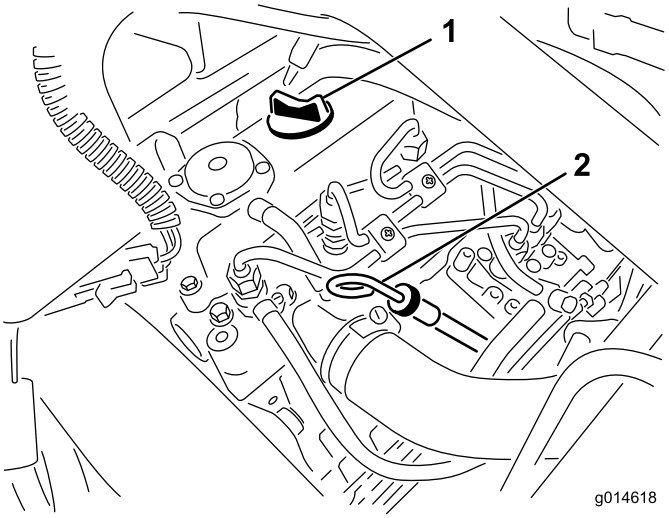

Figur 25
2. Ta ut peilestaven og tørk den med en ren fille (Figur 25). Sett peilestaven inn i røret, og pass på at den når helt ned. Fjern peilestaven fra røret, og sjekk oljenivået. Hvis oljenivået er lavt, fjern oljelokket fra ventildekslet og fyll **sakte** på nok til å heve nivået til merket "full" på peilestaven. Hell i olje sakte, og kontroller nivået ofte underveis. **Ikke fyll på for mye.**